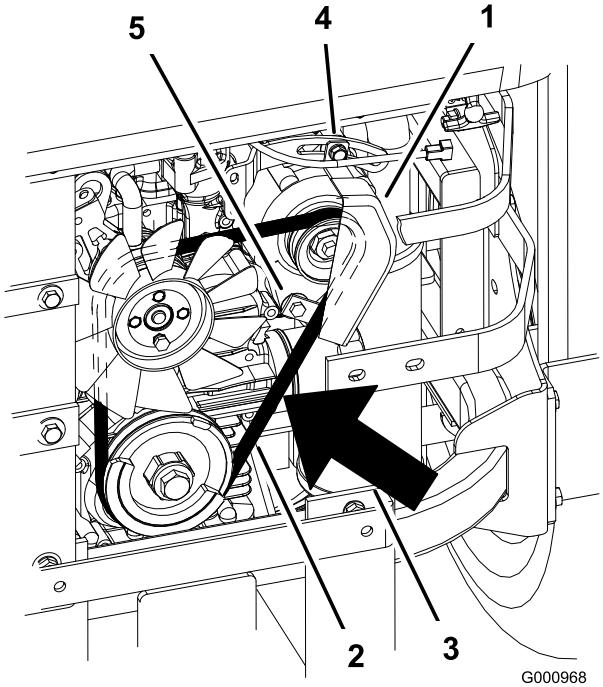

Figuur 72
2. Beweeg de wisselstroomdynamo naar buiten totdat de riem tussen de motor en de poelies van de wisselstroomdynamo een speling van 7–9 mm heeft als deze wordt ingedrukt met een kracht van 10 kgf (Figuur 72).
5. Als de speling correct is, draait u de onderste en bovenste bout vast (Figuur 72).